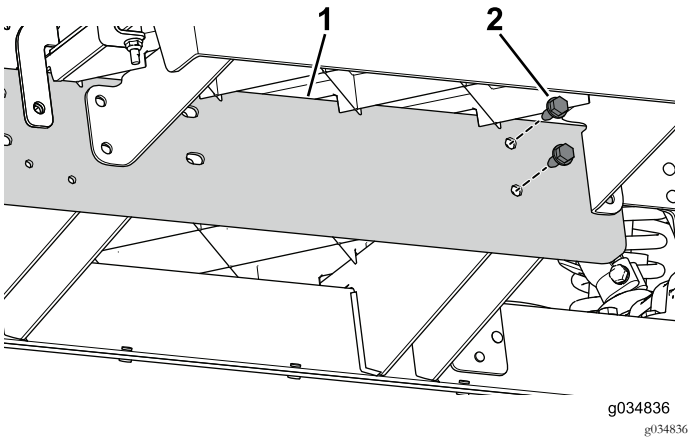

Figure 23
3. Servez-vous des 2 boulons (5/16" x ¾") pour monter, sans le serrer, le longeron d'extension sur le profilé central de la section avant de la machine (Figure 23).